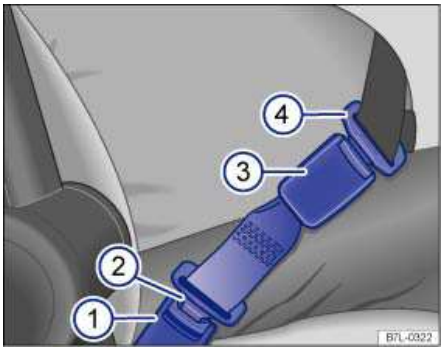

Fig. 59 A safety belt extender properly attached to the factory-installed safety belt.
Key to fig. 59:
- Insert the buckle tongue on the safety belt extender ⇒ fig. 59 (2) into the vehicle belt buckle for the seat where the safety belt extender is being used (1).